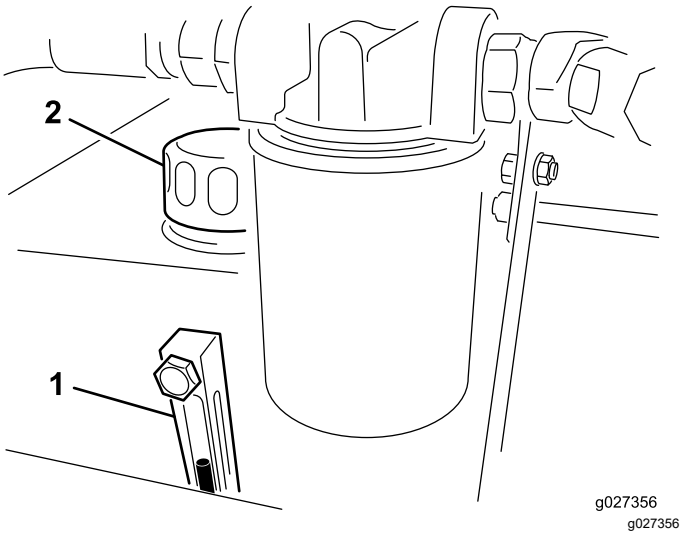

Figure 12
2. Contrôlez le niveau de liquide dans le regard (Figure 12).